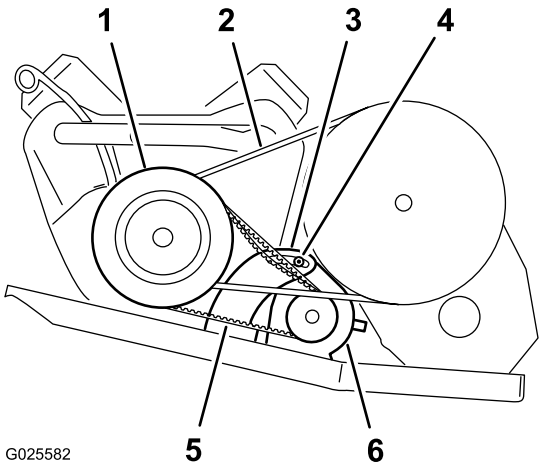

Figur 73
2. Lossa startgeneratorns svängmutter (Figur 73).
4. Tryck bändstången nedåt för att vrida startgeneratorn i skåran tills remmen är så spänd att den endast böjs 6 mm då en kraft på 44 N appliceras (Figur 73).
5. Dra åt svängmuttern för hand och ta bort bändstången (Figur 73).